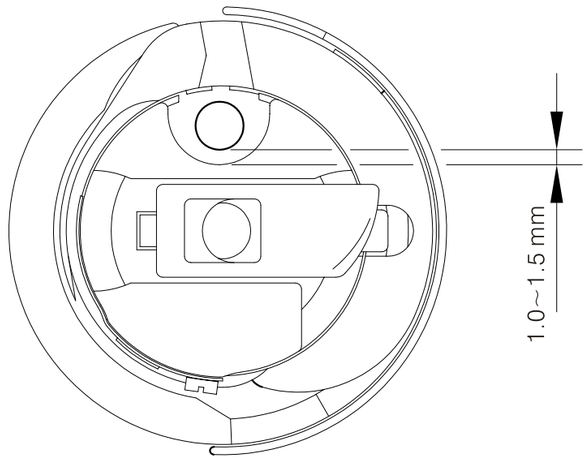

Fig. 39
(1) Presione el brazo balanceador hacia la derecha en la dirección de la flecha hasta el final. El estándar es que el hilo inferior pueda ser jalado hacia fuera ligeramente.
(2) En este punto, la punta de la palanca prensil de la lanzadera de hilo (Tubo prensil de la lanzadera) este ha unos 1.0-1.5 mm de el margen del lado superior de la lanzadera. Además, la parte trasera del tubo prensil de la lanzadera tiene que estar alineado con la línea marca de de la palanca prensil de la lanzadera de hilo. (Fig. 39)